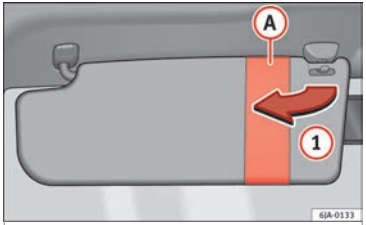
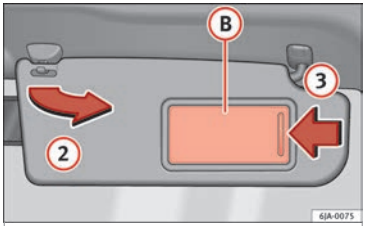

Fig. 138 Driver's sun visor.
Fig. 139 Front passenger's sun visor.
The sun visors for the driver and the front passenger can be pulled out of their central supports and turned towards the doors in the direction of arrow (1) ››› **Fig. 138** and (2) ››› **Fig. 139** respectively.
The front passenger sun visor includes a vanity mirror (B) with a cover. The cover is opened by sliding it in the direction indicated by arrow (3) ››› **Fig. 139**.